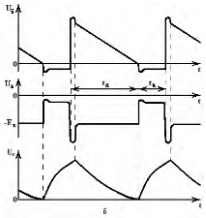
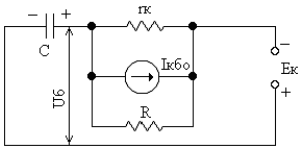

Рис.1.1
Рис.1.2
3.Объяснить характер временной диаграммы БГ с 0Э на рис.1.1 и принцип составления эквивалентной схемы на рис.1.2.